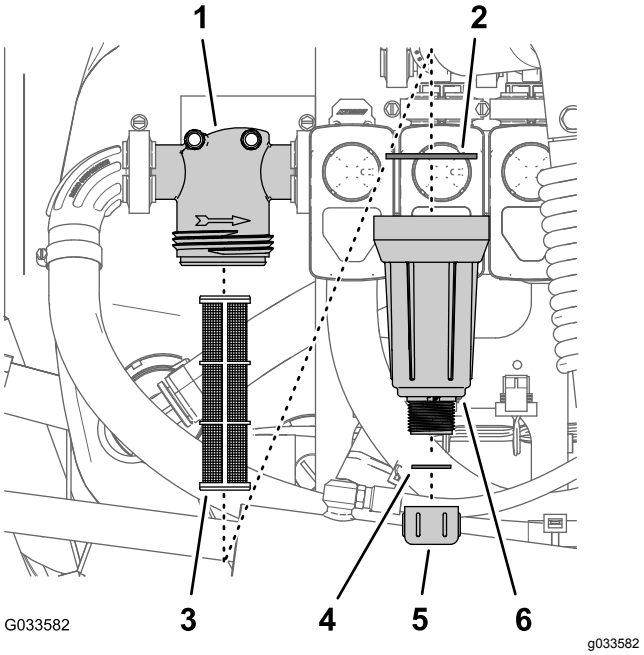

Figur 106
2. Anbring en dræningsbakke under trykfilteret (Figur 106).
3. Drej aftapningsdækslet mod urets retning, og tag den ud af trykfilterets skål (Figur 106).
4. Drej skålen mod urets retning, og fjern filterhovedet (Figur 106).
5. Fjern det gamle trykfilterelement (Figur 106).
6. Kontroller aftapningsproppens pakning (inden i skålen) og skålens pakning (inden i filterhovedet) for skader og slid (Figur 106).
7. Monter det nye trykfilterelement i filterhovedet (Figur 106).
8. Monter skålen på filterhovedet, og stram med hånden (Figur 106).
9. Monter aftapningsdækslet på fittingen i bunden af skålen, og stram dækslet med hånden (Figur 106).